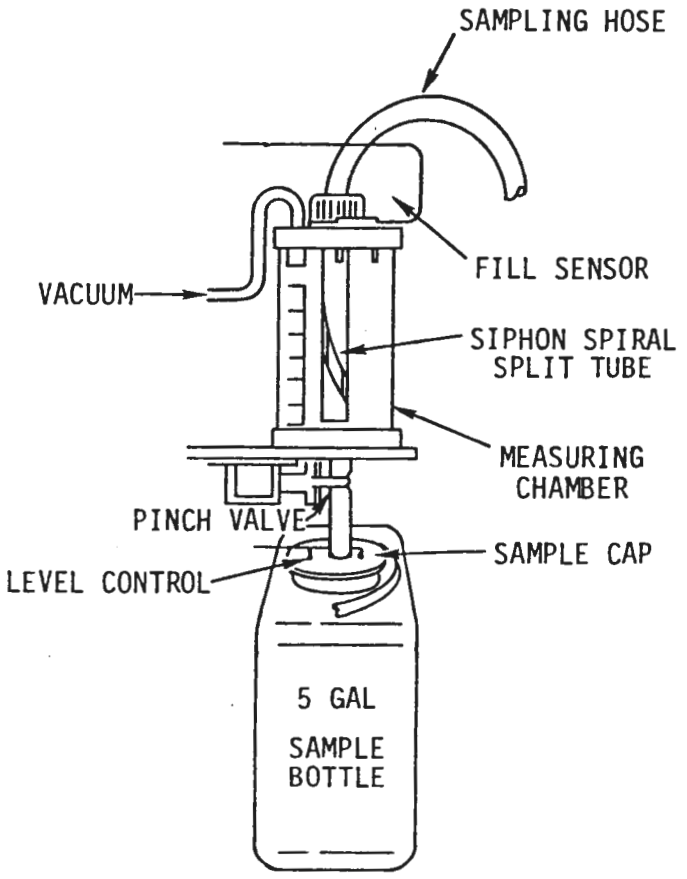

FIGURE 2 - SAMPLE APPARATUS
1. When measuring chamber (Figure 2) is empty, turn function switch to OFF position (Figure 1).
2. Remove sample cap from 5-gal sample jug. See Figure 2.